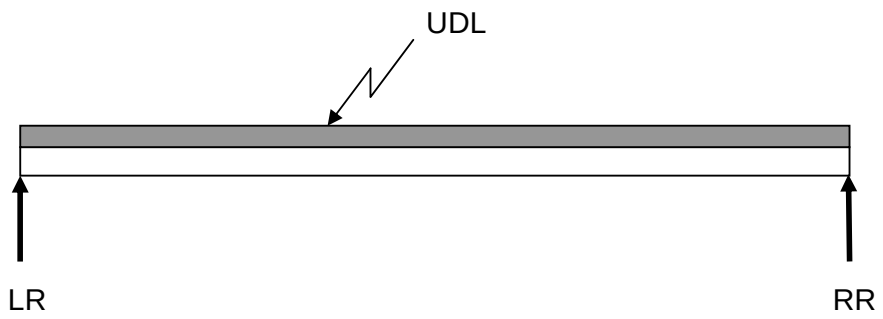

FIGURE 5.1
5.1 FIGURE 5.1 shows a simply supported beam with a uniformly distributed load (UDL) spread across the entire beam. Draw only a representation of the following: